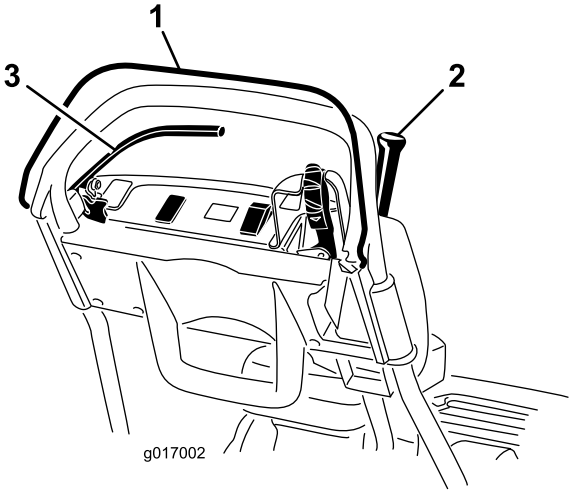

Figur 27
3. Forsøg at aktivere traktionshåndtaget, imens dødemandsgrebet er sluppet (Figur 27). Traktionshåndtaget bør ikke koble ind.
4. Hold dødemandsgrebet nede, imens traktionshåndtaget er aktiveret, og slip så dødemandsgrebet (Figur 27).
5. Aktiver traktion og knivcylinderdrev, imens dødemandsgrebet holdes nede, og skiftegrebet er skubbet til venstre, og slip så dødemandsgrebet (Figur 27).
6. Hold dødemandsgrebet nede og skub skiftegrebet til venstre for at aktivere traktion og knivcylinderdrev, og skub så skiftegrebet til højre for at udkoble knivcylinderdrevet (Figur 27).
2. Hold dødemandsgrebet nede, aktiver traktions-håndtaget, og sæt motorens betjeningsanordninger i startpositionen (Figur 27).
2. Udkobl traktionshåndtaget, aktiver driftsbremsen, og sæt motorens betjeningsanordninger i startpositionen (Figur 27).
4. Indkobl driftsbremsen (ikke parkeringsbremsen), imens motoren kører, hold dødemandsgrebet nede, og indkobl traktionshåndtaget (Figur 27).
5. Aktiver parkeringsbremselåsen, imens motoren kører, hold dødemandsgrebet nede, og indkobl traktionshåndtaget (Figur 27).